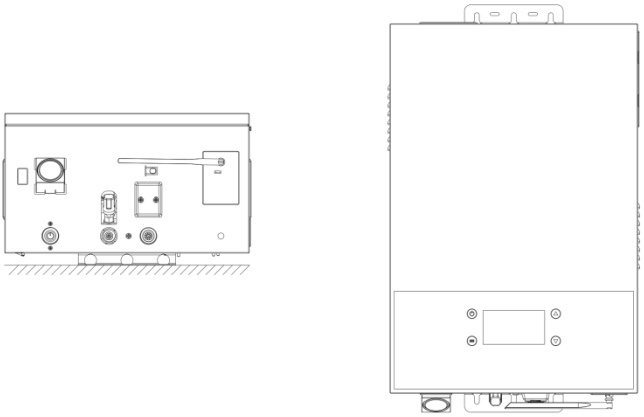

Рис. 8. Демонтаж лицевой панели
- Схема однофазного подключения сетевого кабеля к клеммной колодке указана в Рис. 8.